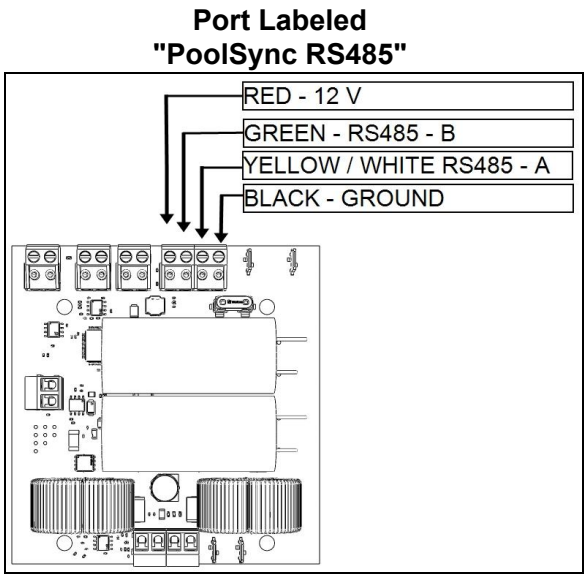

Figure 22
4. There is one (1) - four position connector and two (2) - two position connectors located on the front of the board for wiring compatible devices. Remove the blue four (4) position connector by gently pulling it off the control board.
5. Connect the stripped end of the wires to the corresponding terminal on the control board connector as shown in the diagram. See **Figure 22**.